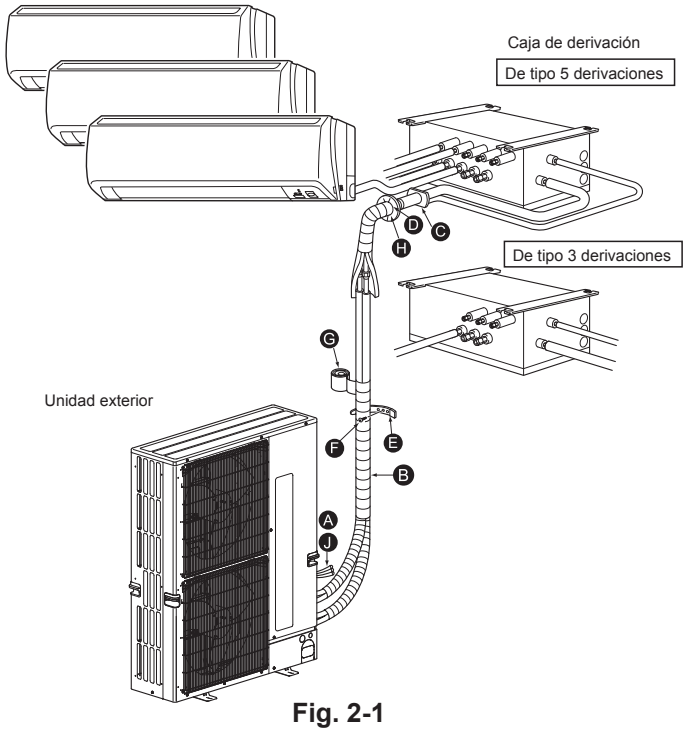

Fig. 2-1
2.1. Cuestiones previas a la instalación (Fig. 2-1)